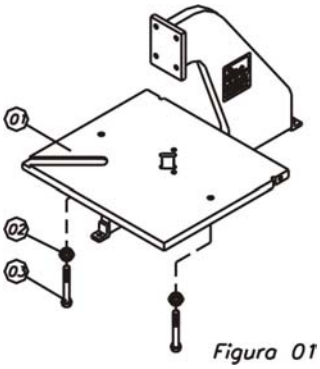

Figura 01
A sua prensa para colocação de dobradiças vem montada de fábrica, sendo necessária apenas a regulagem da mesma através dos dois parafusos, figura 01 (03), existentes nas laterais para que a prensa permaneça nivelada com a mesa ou bancada, onde será instalada.